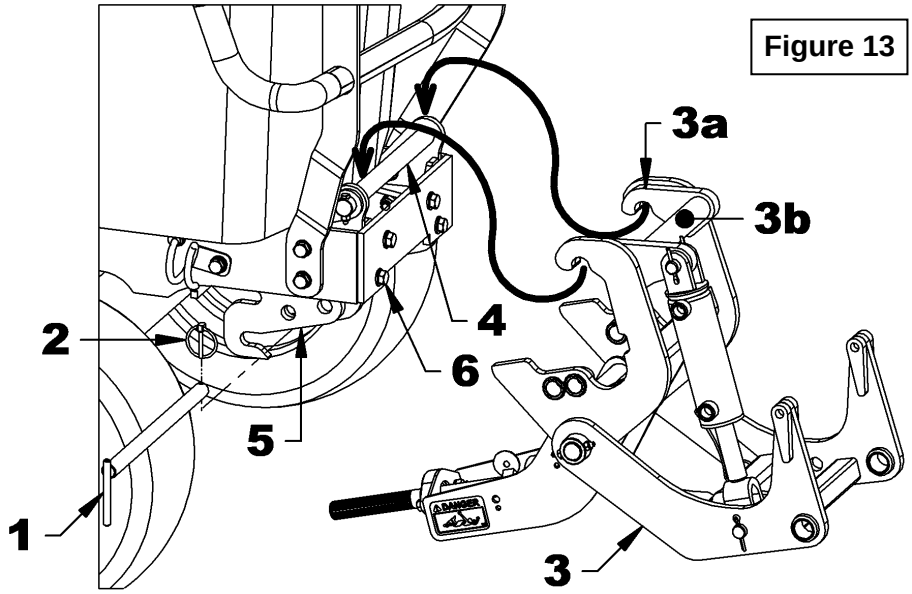

Figure 13
1. Regrouper tous les items 1 à 6 énumérés dans le tableau de la figure 13.
2. **Figure 13 :** Placer le sous-châssis assemblé (item 3) en avant du tracteur pour que les crochets du sous-châssis (item 3a) soient à environ 6" du devant du tracteur.
3. **Figure 13 :** Positionnez-vous face au sous-châssis (item 3) et placer vos mains sous le tube du sous-châssis (item 3b). Soulever et déposer les crochets du sous-châssis (item 3a) sur la goupille ø1" (item 4) qui est assemblée sur l'avant du tracteur.
4. **Figure 13 :** Fixer le sous-châssis (item 3) aux supports (items 5 et 6) avec la goupille en "L" ø13/16" x 14 1/8" lg (item 1) et la goupille à anneau ø3/16" (item 2).